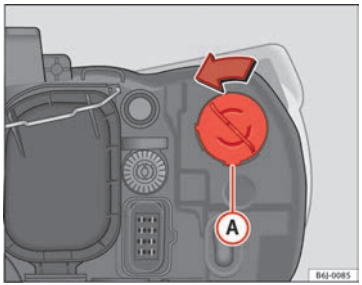

Fig. 166 Turn signal
– Turn bulb holder ⇒ Fig. 166 (A) to the left and pull. ▶